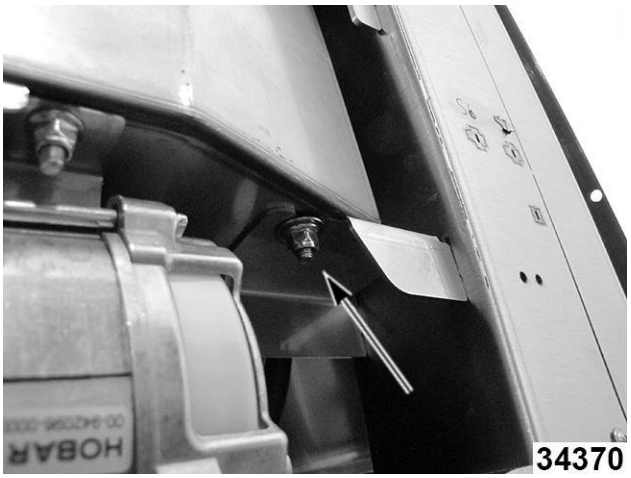

Fig. 100
8. Afloje la contratuerca del tanque del sobrecalentador en la parte inferior posterior. Fig. 100